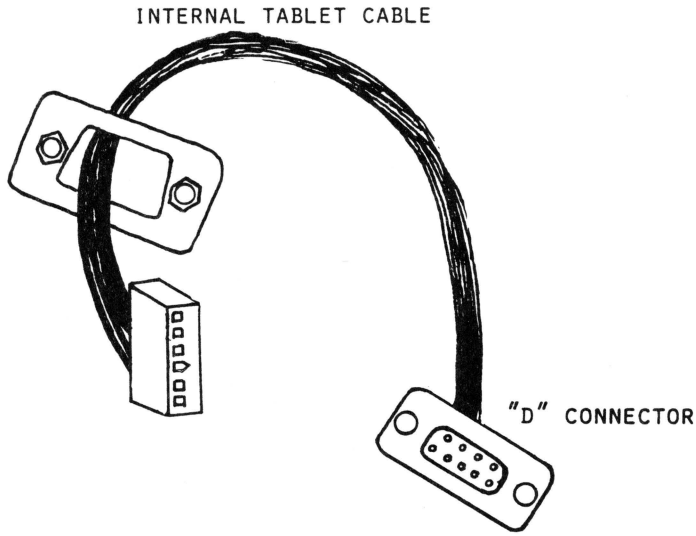

FIGURE 3
4. Now find the internal tablet cable (see Figure 3). It has a slip-on connector with six small holes on one end. Slide the slip-on connector through the other nut plate, making sure that that the nuts are facing away from the "D"-shaped connector.